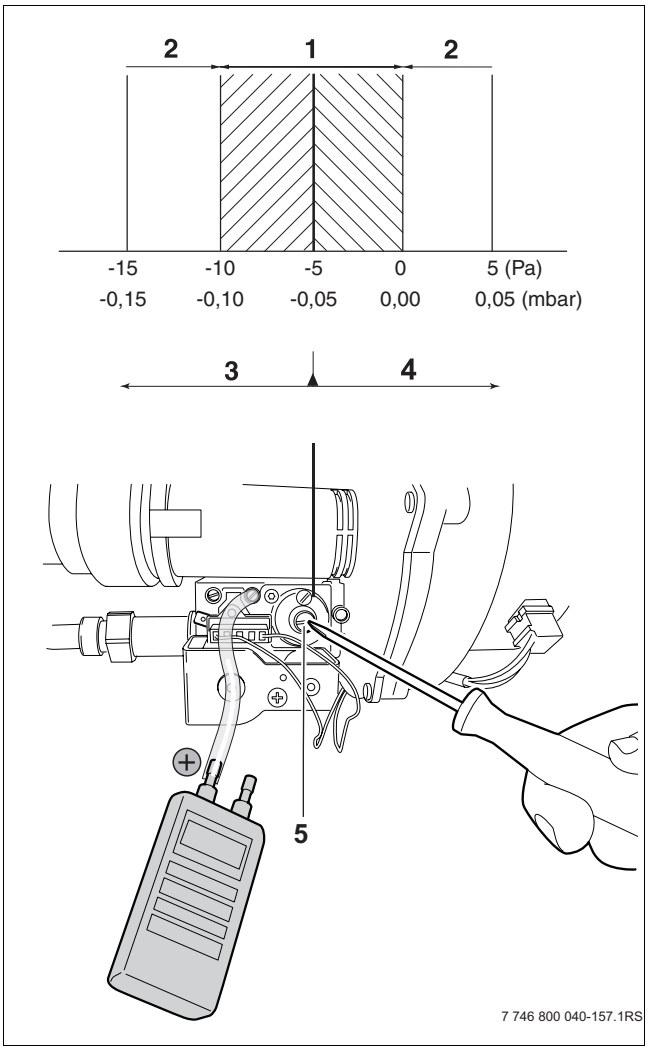

Bild 38 Gas-Luft-Verhältnis einstellen
- Messschlauch des Druckmessgerätes auf den Messnippel (→Bild 38) aufstecken.